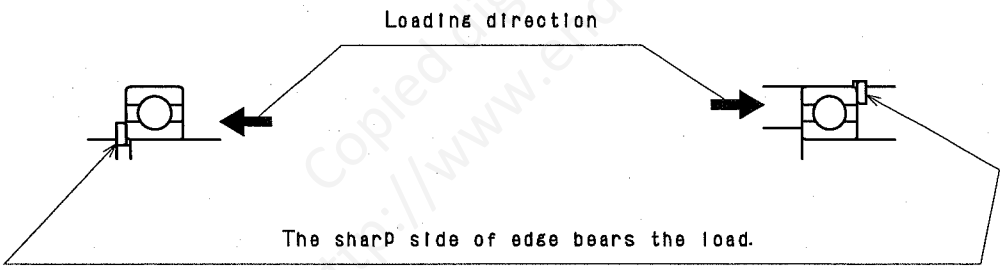

Fig.11
-1) Assembling direction for Retaining ring (See Fig. 11)